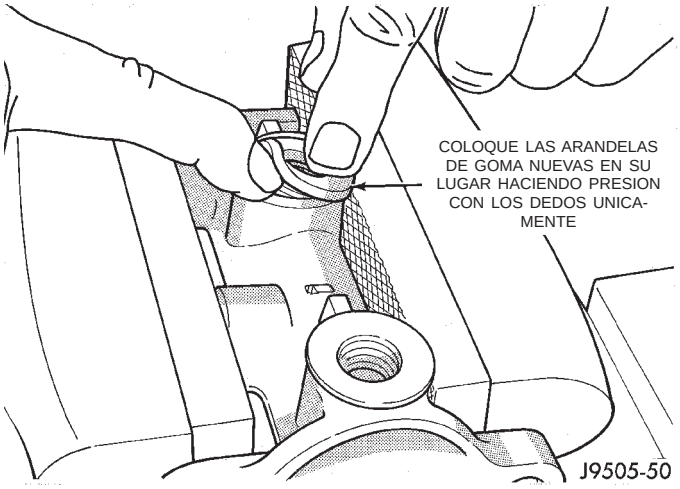

Fig. 44 Instalación de las arandelas de goma
(1) Lubrique las arandelas de goma nuevas con líquido de frenos limpio e instálelas en el cuerpo del cilindro (Fig. 44). Instale y calce las arandelas de goma haciendo presión con los dedos.